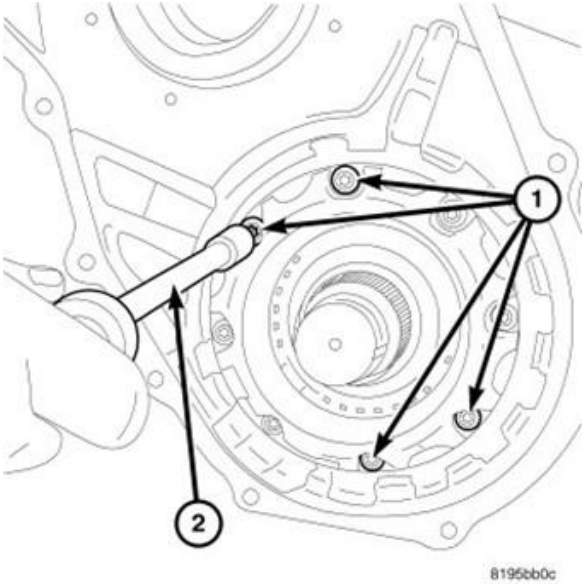

Figure 26 – Bearing Retainer Bolts
38. Remove 4 bolts (1) from compounder bearing retainer to allow attachment of Puller Adapter 9908 (Figure 26).
NOTE: The compounder bearing retainer bolts may be very tight so it is important to have a good fitting new driver tool (2) for removal of these bolts (1) or the bolts heads may become damaged during removal (Figure 26).
72. Install all the remaining bolts (1) to the compounder bearing retainer then tighten all the bolts in a criss-cross pattern to 12 N·m (105 in. lbs.) (Figure 26).